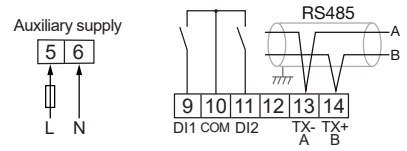

Figure 5. Supply and communication connections
- Too high or wrong external back-up fuse (fig. 5).
- The device does not have an internal fuse. An external 1 A/300 V AC fast-blow fuse at terminal 5 (Fig. 5) is required. If the circuit is faulty or abnormal, the fuse will blow quickly for line protection and safety.
- Connect the auxiliary supply via an external fuse (fig. 5, terminal has 2.5 mm² connecting capacity).